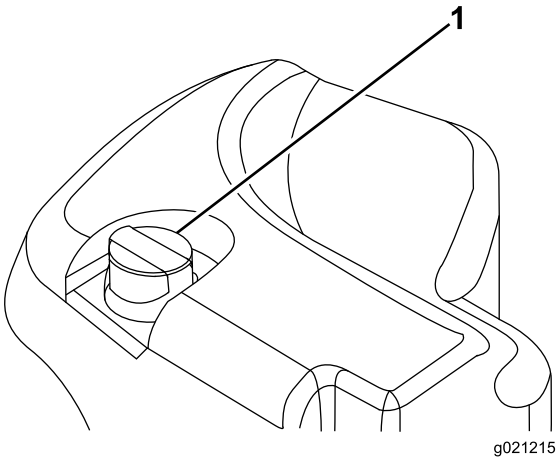

Figur 34
2. Gör rent omkring påfyllningsröret och hydraultanklocket (Figur 34).